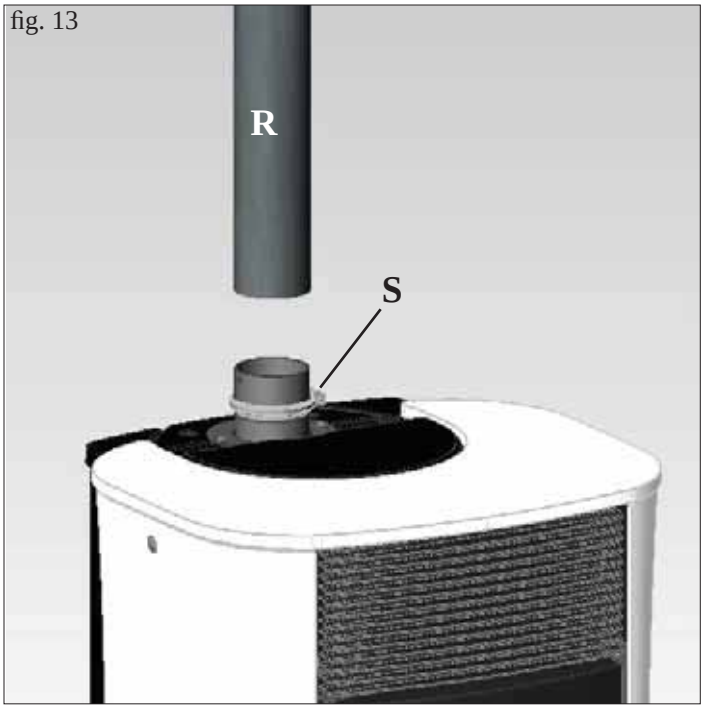

fig. 13
- Insérer le conduit de fumées (R - fig. 13) (non en dotation) et le fixer avec un collier (S - fig. 13) (non en dotation).